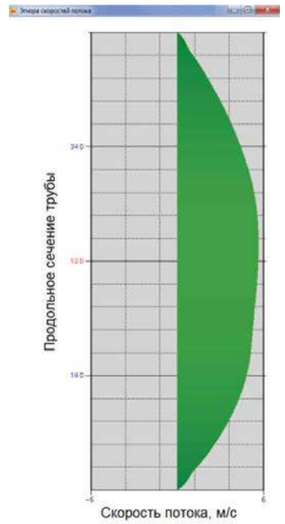

Рис. 6. Эпюра скоростей потока
- эпюра скоростей потока для продольного сечения трубопровода (рис. 6).